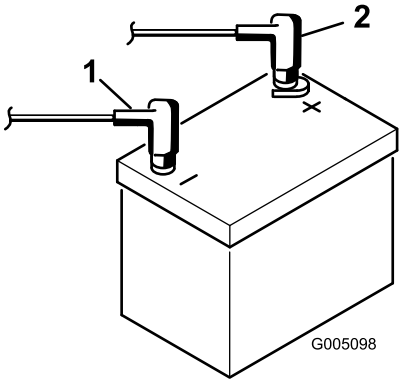

Figur 6
2. Tilslut batteriets pluskabel (rød) fra startmotorens magnetventil til pluspolen (+) på batteriet (Figur 6). Fastgør den med en skruenøgle, og smør polen ind med vaseline. Sørg for, at kablet er fri af sædet i den bageste position, som kan forårsage slitage eller skade på kablet.